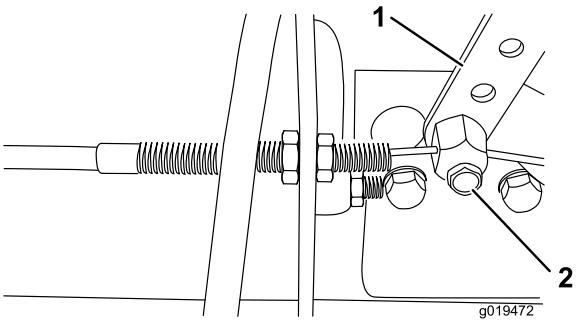

Bild 56
2. Lockern Sie den Anschluss des Bowdenzugs am Arm der Einspritzpumpe (Bild 56).